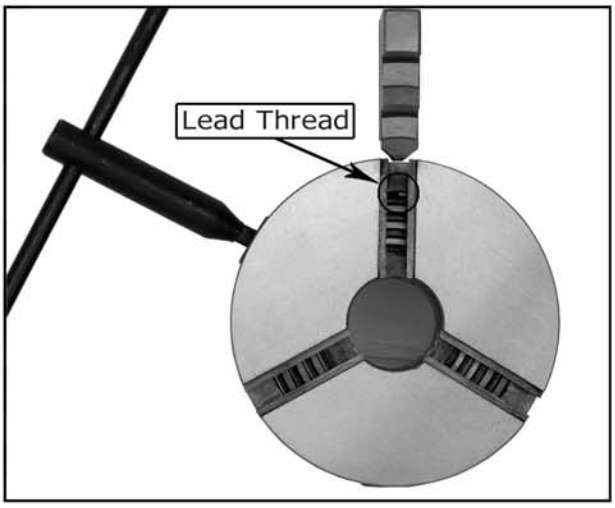

Figure 29: Jaw guide number.
6. Rotate the chuck key clockwise until you see the tip of the scroll-gear lead thread just begin to enter jaw guide #1 (see Figure 29).